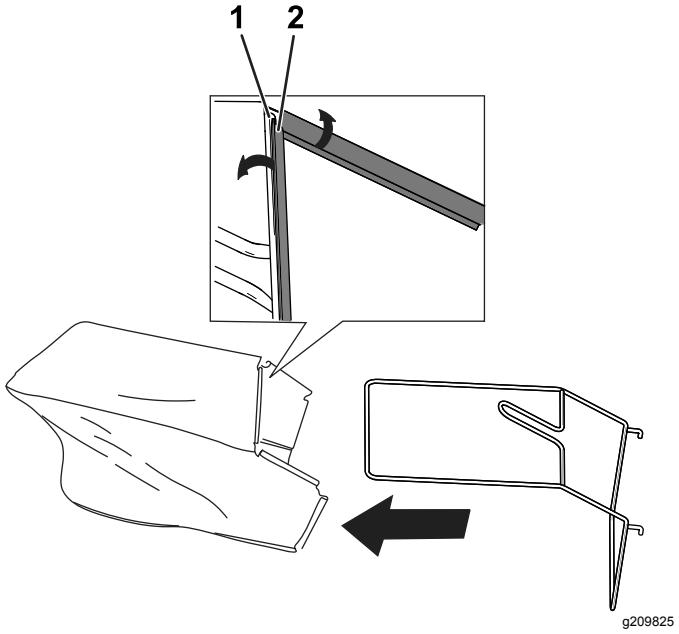

Figuur 8
1. Schuif het frame van de grasvanger in de grasvanger (Figuur 8).
2. Plaats de 6 klemmen van de grasvanger op het frame van de grasvanger (Figuur 8).